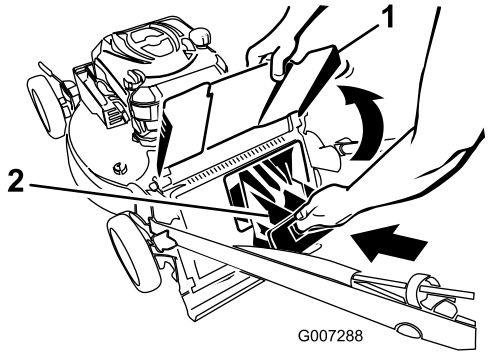

Figura 23
4. Instale el tapón de descarga trasera (Figura 23).